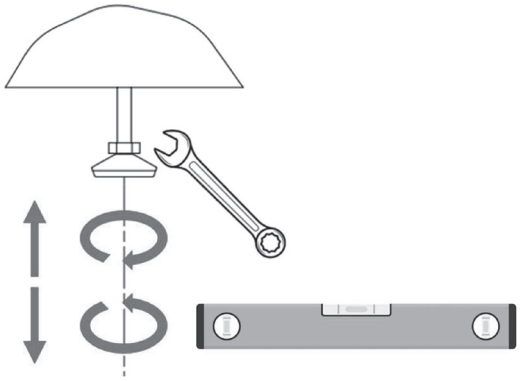

fig. 12
- Once positioned in the desired area, place the adjustable feet in a plane (fig.12).